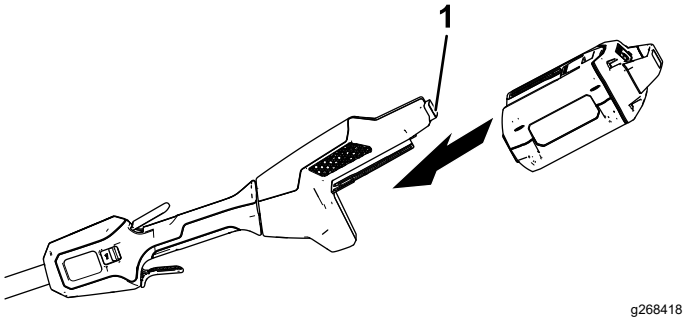

**Figur 7**
2. Rikta in håligheten i batteripaketet med spetsen på handtagets kåpa (Figur 7).
3. Tryck in batteripaketet i handtaget tills batteriet låses fast i spärren (Figur 7).